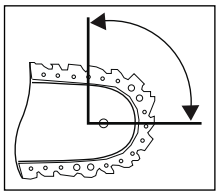

*Abb. 1*
- Eine Berührung mit der Schienenspitze kann in manchen Fällen zu einer unerwarteten, nach hinten gerichteten Reaktion führen, bei der die Führungsschiene ㉓ nach oben und in Richtung der Bedienperson geschlagen wird (siehe Abb. 1).